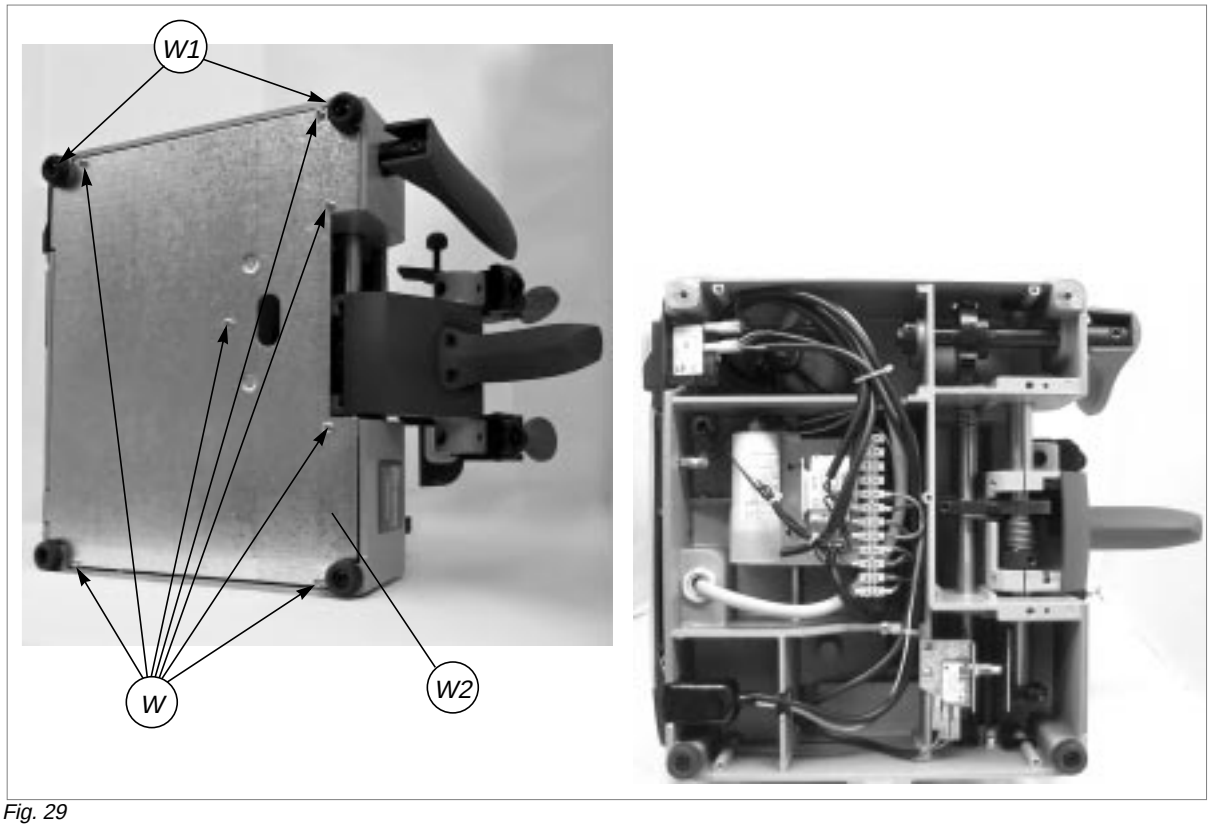
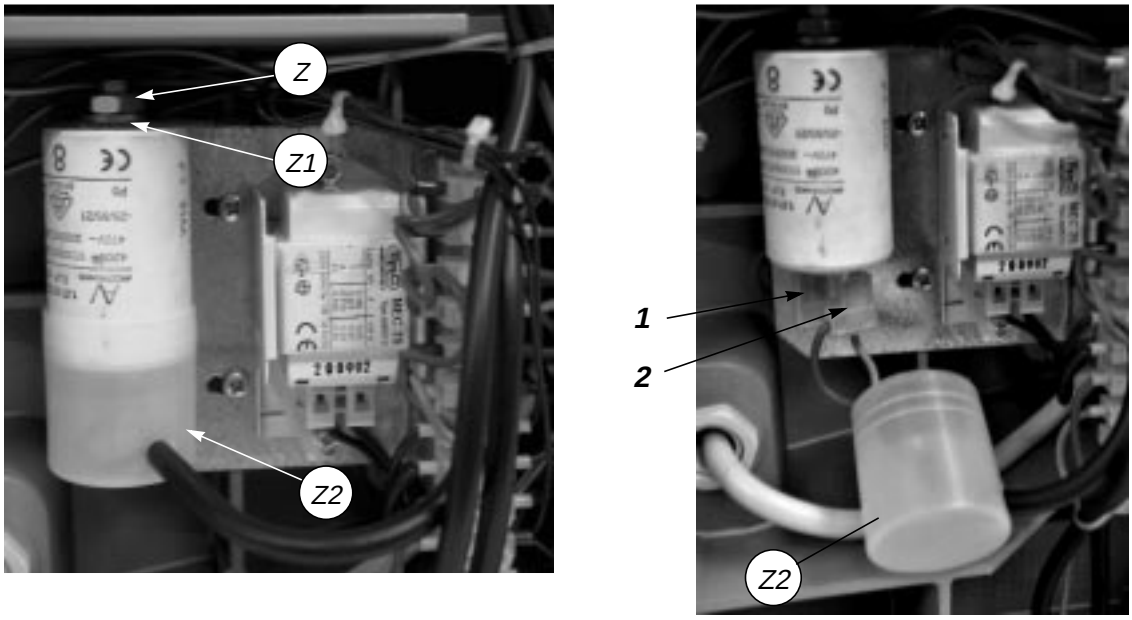
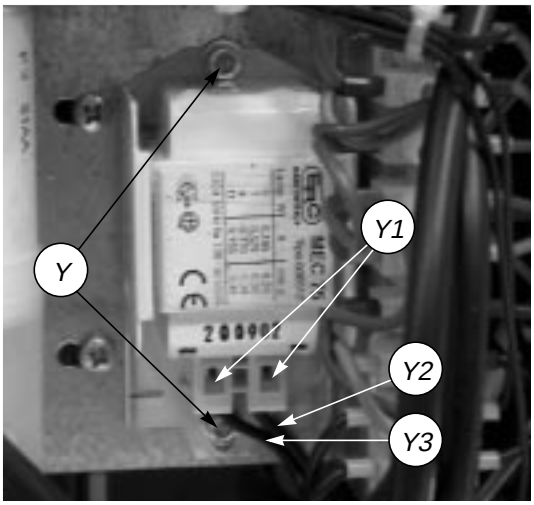

Fig. 29
Fig. 31
Fig. 32
4) Loosen the 7 screws (W) and 2 feet (W1) and remove the bottom safety plate (W2) (fig.29).
1) Loosen the nut (Z) and remove the washer (Z1) and condenser (fig.31).
2) Fit the new condenser and fix with the washer (Z1) and nut (Z).
6) Replace the bottom safety plate, fix with the 7 screws (W) and 2 feet (fig. 29, page 23). Fit the swarf tray.
1) Loosen the 2 screws (Y) and remove the reactor (fig.32).
4) Place the new reactor in its seat and secure with the 2 screws (Y).
5) Replace the bottom safety plate and fix with the 7 screws (W) and 2 feet (W1) (fig. 29, page 23). Fit the swarf tray.
9) Replace the bottom safety plate and secure with the 7 screws (W) and 2 feet (W1) (fig. 29, page 23). Fit the swarf tray.
5) Loosen the 7 screws (W) and 2 feet (W1) and remove the bottom safety plate (W2) (fig.29, pag.23).